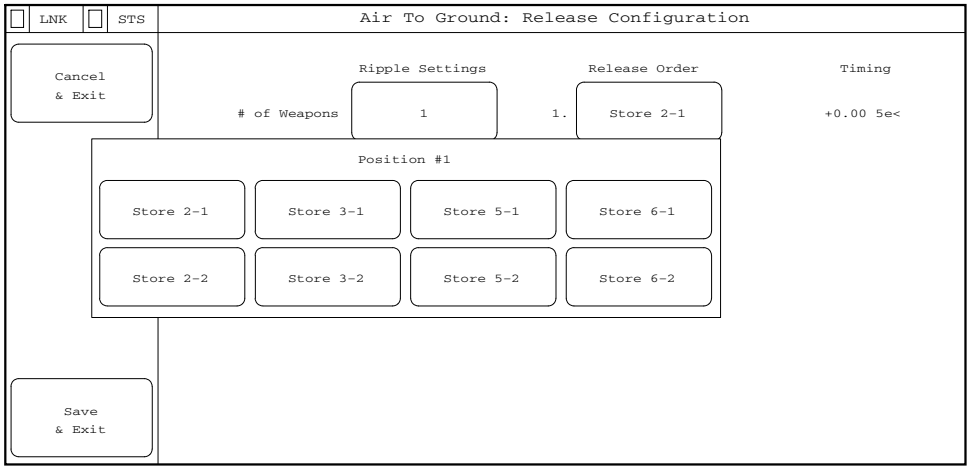
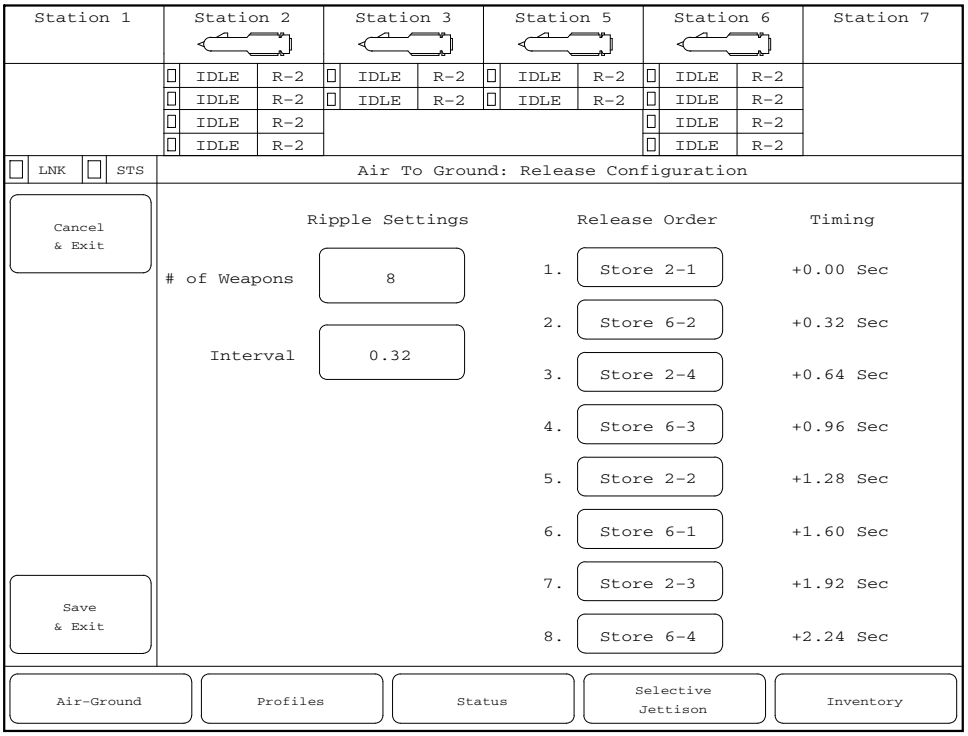

**Figure 1-25.** 2410.0.0 **Release Configuration Page.**
**Figure 1-26.** 2411.0.0 **Release Configuration Page.**
1.3.3.1.1 Release Configuration. Once a Store Type has been selected one store of that type is the default number of weapons to be used and is verified with the Single button located next to the Select button. Users have the ability to release more than one of that Store Type during the same delivery event. To create a multi-weapon or ripple release, the Single button must be selected. Once selected the Release Configuration page will be displayed in the Page Section in order to input values for a ripple release. The Release Configuration page provides all inputs necessary to configure a multiple weapon release event. The first column of options are the Ripple Settings which include the number of weapons and interval options. The second column provides the ability to set the release order of the ripple train. The Release Configuration Page (2410.0.0 Figure 1-25 or 2411.0.0 Figure 1-26) allows the selection of up to eight available stores for release.